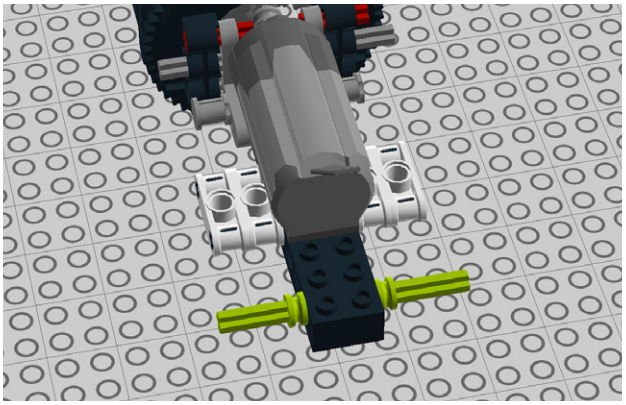

Figure 7-99. *Step 92: Adding a cross axle*
92. Slide a 7M cross axle through and secure it with a half bush on each side (see Figure 7-99).